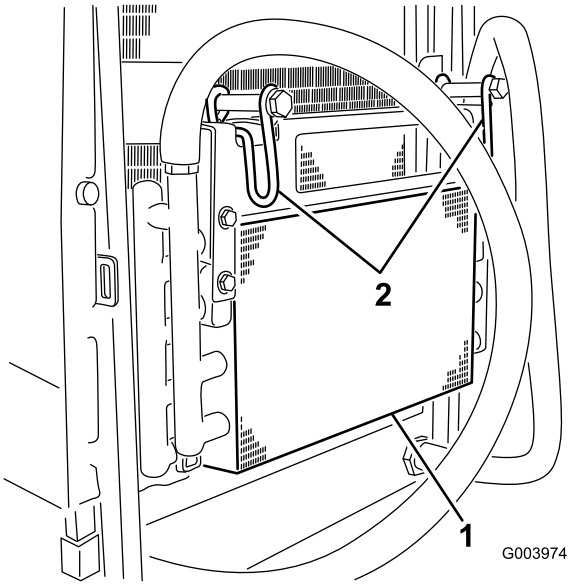

**Figura 63**
5. Gire los cierres hacia dentro para liberar el enfriador de aceite (Figura 63).